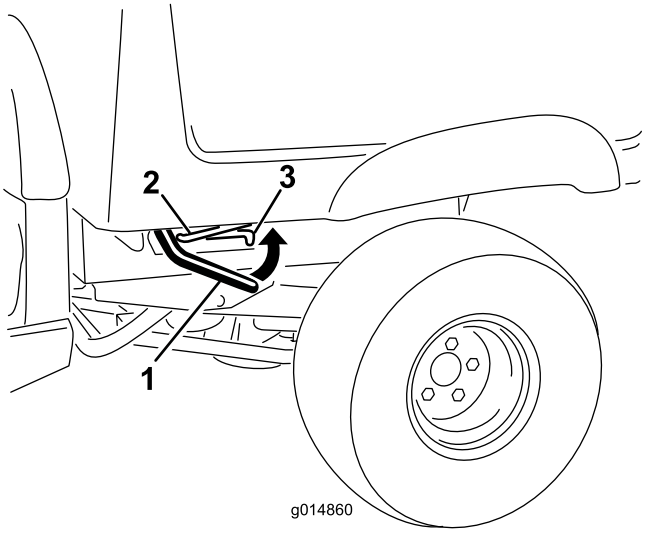

Figur 11
1. Hev spaken på en av sidene av kassen og hev kassen (Figur 11).
1. Hev lastekassen litt ved å heve låsespaken (Figur 11).
3. Senk kassen til den låses på plass (Figur 11).